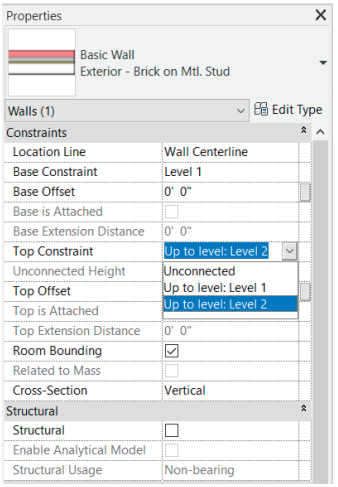

***Figure 3-30** Setting the **Top Constraint** parameter using the **Properties** palette*
1. In the **Properties** palette, ensure that the **Location Line** parameter has **Wall Centerline** as the default value. Click on the column adjacent to the **Top Constraint** instance parameter; a drop-down list is displayed. Select **Up to level: Level 2** from this drop-down list, and choose the **Apply** button, as shown in Figure 3-30.